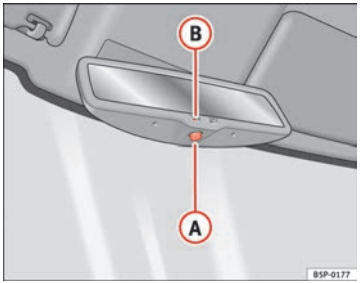

Fig. 67 Automatic anti-dazzle interior rear vision mirror.
– Press button (A) ⇒ Fig. 67. Control lamp (B) goes off.
– Press button (A) ⇒ Fig. 67. Control lamp is lit.